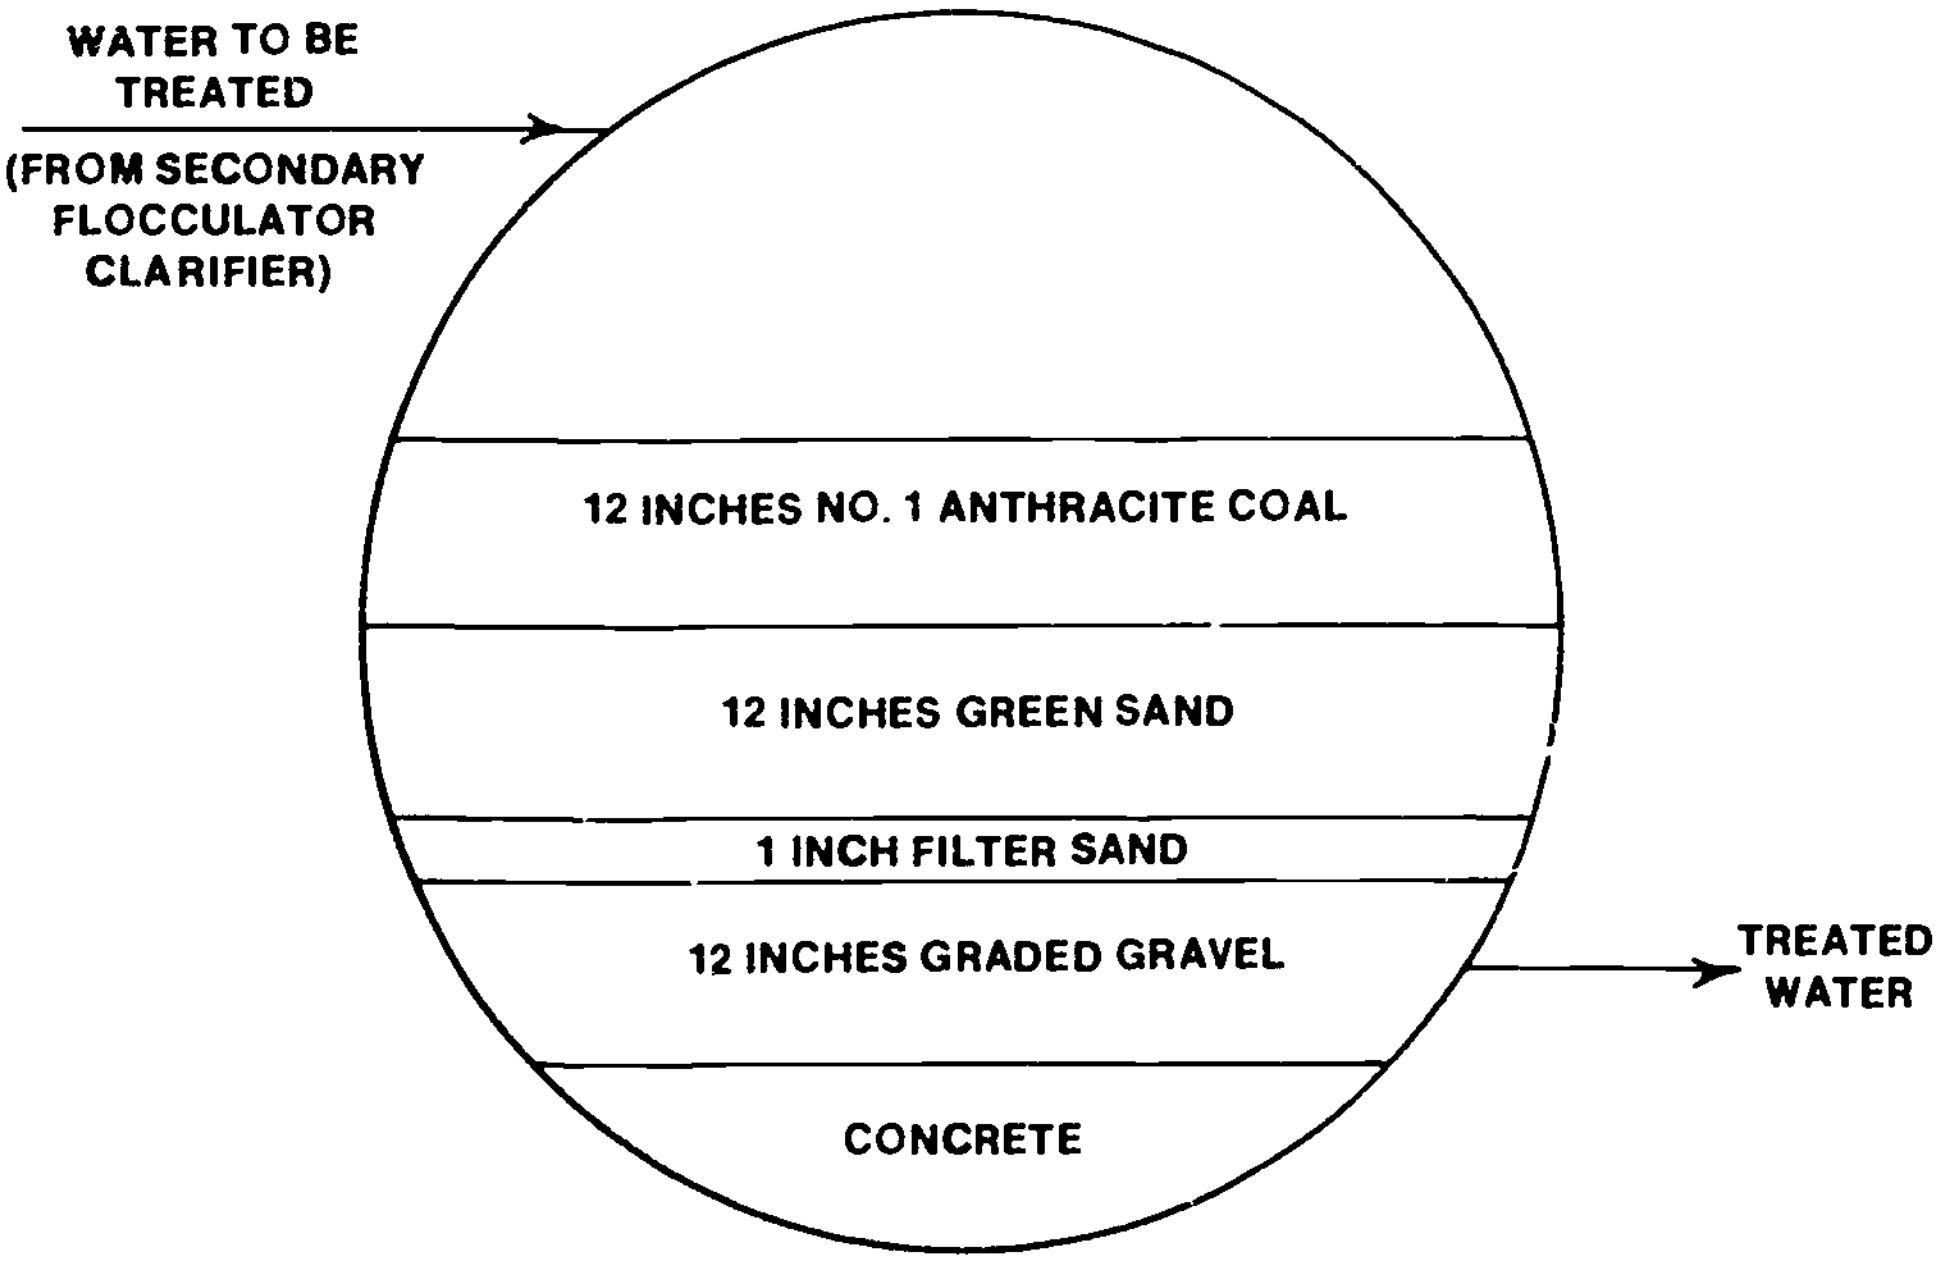

Fig. 12.4 Multimedia manganese greensand filter (horizontal)
The filter is the most important piece of treatment equipment. Figure 12.4 illustrates a typical filter consisting of layers of gravel, filter sand, greensand and anthracite coal. One inch (25 mm) of filter sand is placed on top of the support gravel. This layer helps support the fine greensand. Differences between greensand filters and conventional filters are: (1) the greensand is very fine; and (2) the filtration rate is slower and should not exceed 3 GPM/sq ft (2 liters per sec/sq m or 2 mm/sec); the backwash rate is lower and should be less if anthracite coal is used; and, the time of the backwash should be increased when using greensand to insure that the media is clean.